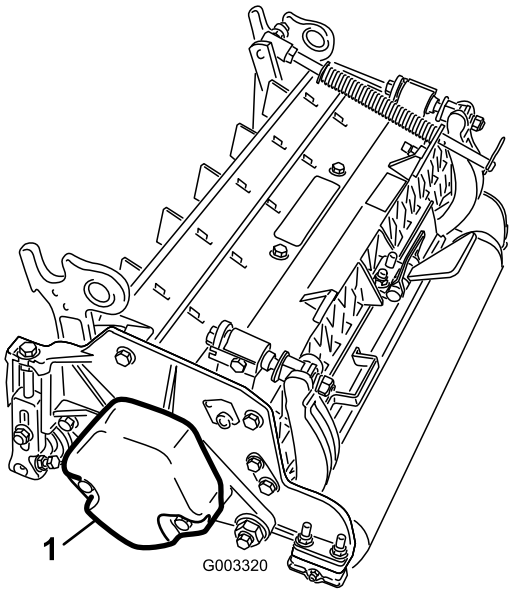

Figura 15
1. Nas unidades de corte nº 2, nº 4 e nº 6, remova os 2 parafusos que prendem o contrapeso à extremidade esquerda da unidade de corte. Remova o contrapeso (Figura 15).